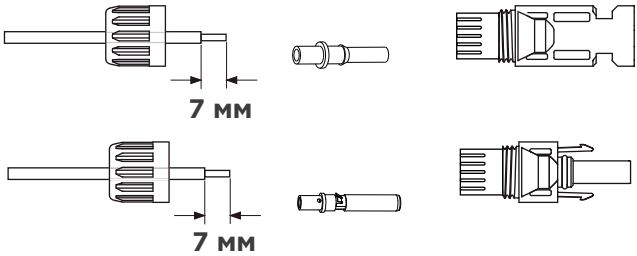

Рис. 5.3 Снятие колпачковой гайки коннектора
a) Зачистите кабель постоянного тока примерно на 7 мм, снимите колпачковую гайку коннектора (см. рисунок 5.3).